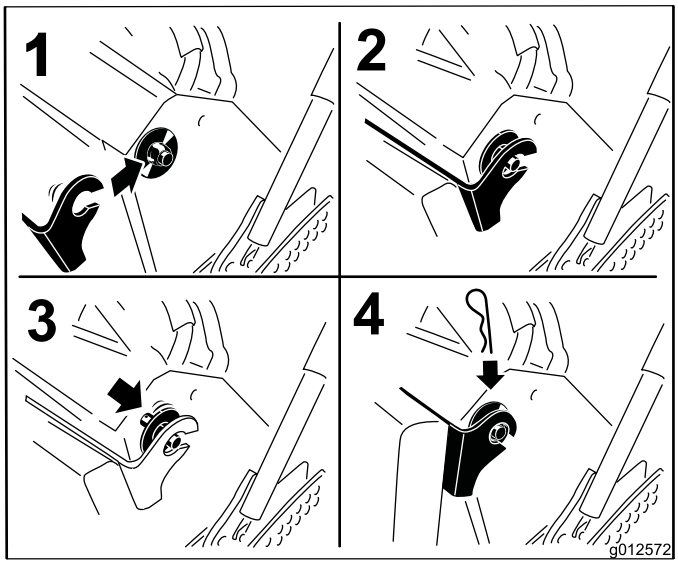

**Figur 36**
6. Hev puten og skyv den inn på boltene på begge sider av maskinen (Figur 36).
7. Skyv de store plasthylsene inn i putebraketten og sett dem fast med en hårnålssplintpinne (Figur 36).